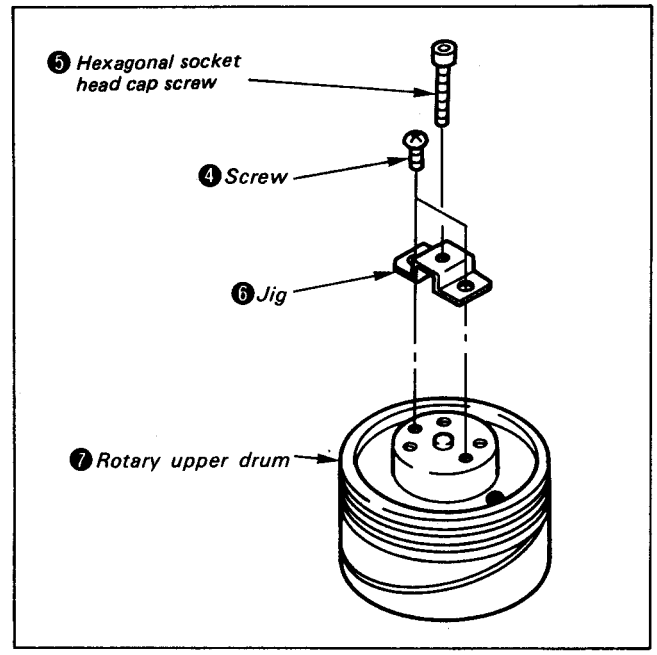

Fig. 2-40
4) Set jig 6 (Ref.No.J-10) into the screw hole, where damper ❷ had been installed, with attached 2 screws ❹ and set the attached hexagonal socket head cap screw ❺ to jig ❻. Then, remove rotary upper drum ❼ by using the jig. (See Fig. 2-40)